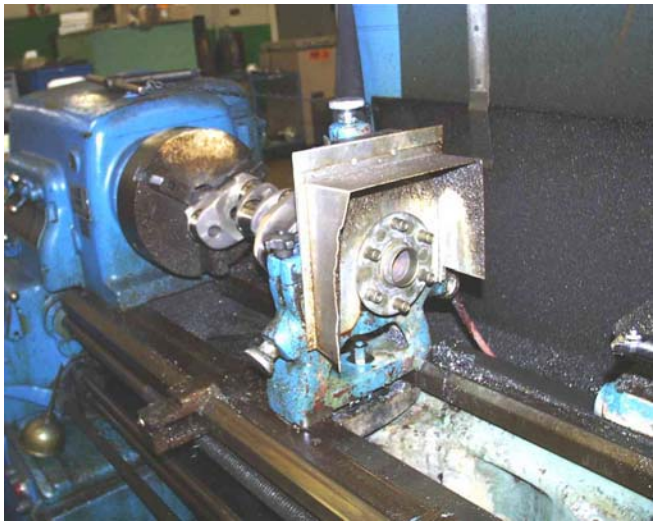

Figure 7-4A.
c. Clamp chuck jaws on #4 main journal diameter. See figure 7-4A.